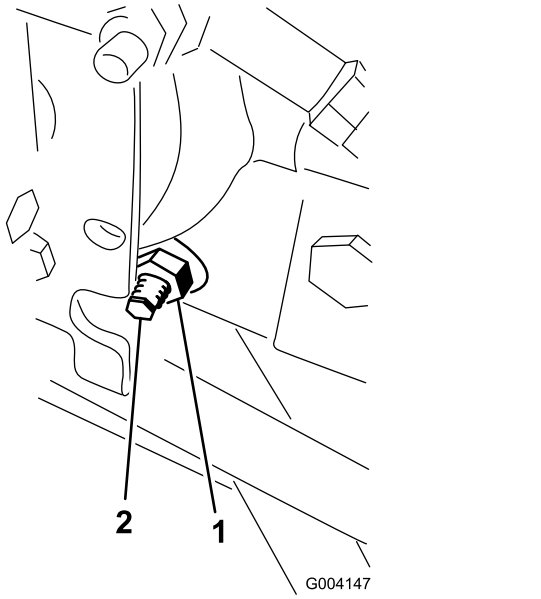

Figur 92
3. På den høyre siden av hydrostaten løsner du festeskruen på trekkjusteringskammen (Figur 92).